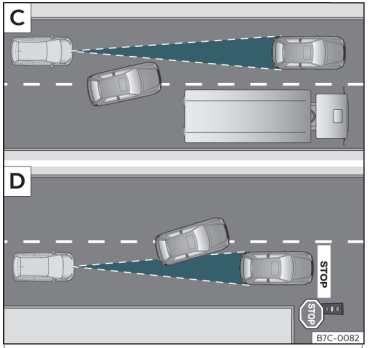

Fig. 155 C Cambio de carril de un vehículo. D Vehículo girando y otro detenido.
- Vehículos que cambien al carril por el que usted circula a poca distancia de su vehículo ››› **fig. 155** C.
El ACC puede no reaccionar ante vehículos detenidos. Si, p.ej., un vehículo detectado por el ACC gira o se aparta y delante del mismo se encuentra un vehículo detenido, el ACC no reaccionaría ante este último ››› **fig. 155** D.